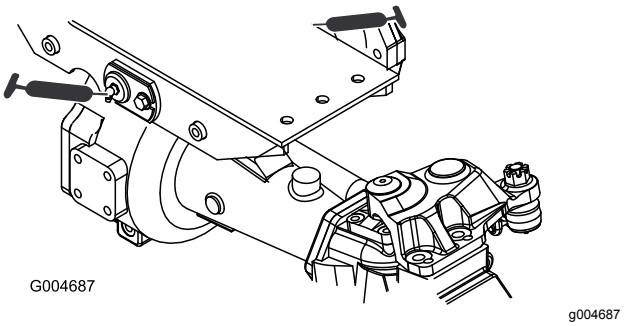

Figuur 59
- 2 lagerbussen van draaipunt van voor- en achteras (Figuur 59)